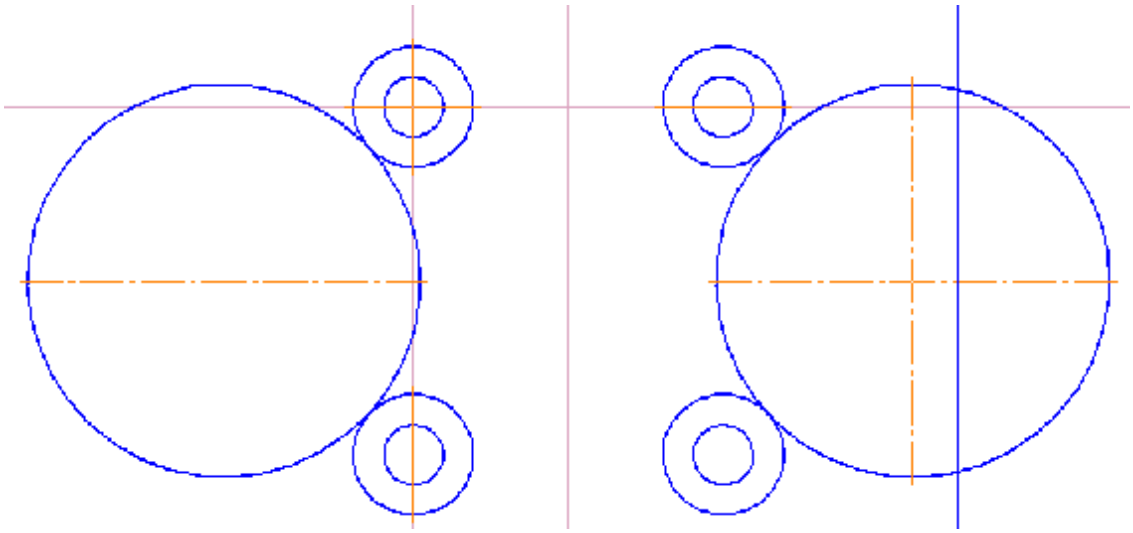

Рисунок 4.8– Побудова другого кола.
12) Аналогічно будуємо коло з радіусом 52 мм, дотичне до двох інших кіл праворуч (рис. 4.8).